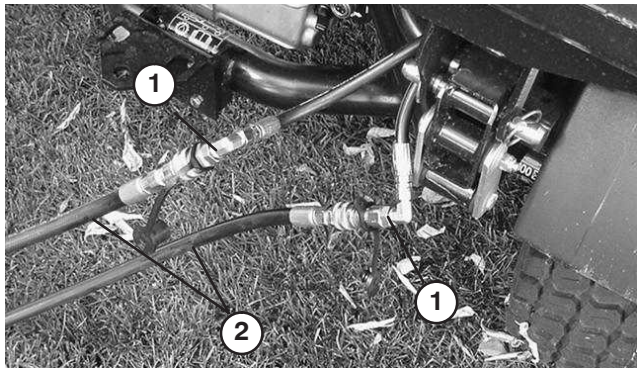

Figure 74
- Sur le véhicule en panne, raccordez les deux flexibles de secours aux flexibles débranchés (Fig. 74). Obturez les deux raccords inutilisés.